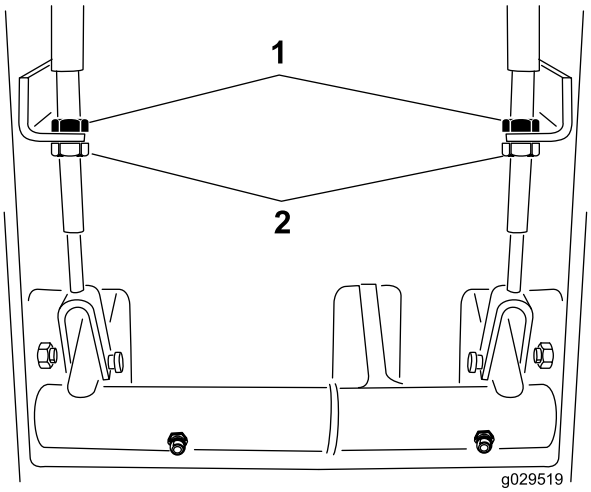

Figur 63
2. Tilspænd bremserne for at reducere bremsepedalernes frie vandring ved at løsne den forreste kontramøtrik på bremsekablets gevindende (Figur 63).